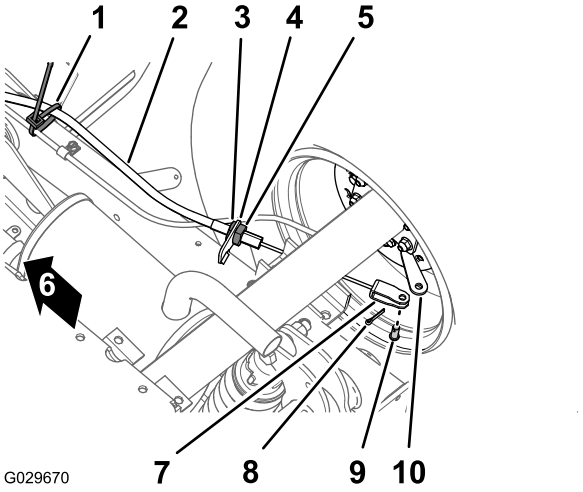

Figur 50
1. Fjern hårnålssplinten som fester støttestangen til braketten på bunnen av setet (Figur 50).
2. Marker en rotasjonsstripe på den fremre låsemutteren for parkeringsbremsekabelen (Figur 50).
3. Løsne den bakre låsemutteren og fjern kabelen fra bremsekabelbraketten (Figur 50).
4. Fjern hårnålssplinten og splittpinnen og som fester splitten for parkeringsbremsekabelen til bremseaktiveringspaken, og skille kabelen fra spaken (Figur 50).
1. Før den gjengede justeringen for parkeringsbremsekabelen til bremsekabelbraketten og splittpinnen til bremseaktiveringsspaken (Figur 50).
3. Innrett den gjengede justeringen for parkeringsbremsekabelen til bremsekabelbraketten og trekk til den bakre låsemutteren (Figur 50).